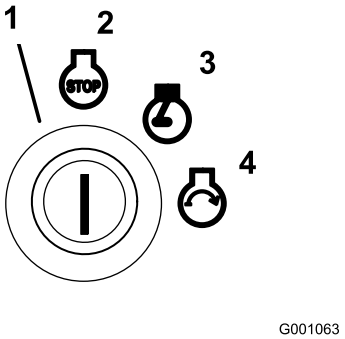

Figur 13
6. Vri tenningsnøkkelen med klokken til stillingen Kjør (Figur 13).
9. Vri tenningsnøkkelen til stillingen Start. Glødepluggindikatoren tennes igjen. Slipp nøkkelen straks motoren starter (Figur 13).
2. Vri tenningsnøkkelen med klokken til stillingen Kjør (Figur 13).
4. Vri tenningsnøkkelen til stillingen Av (Figur 13). Vent til alle bevegelige deler stanser før du forlater førerstillingen.